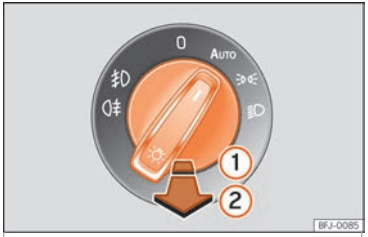

Fig. 93 Planche de bord : commande des feux.
- **Allumer les feux antibrouillard*** : tirez la commande des feux jusqu'au premier enclenchement ››› fig. 93 ① à partir de la position , ou **AUTO**.
- **Allumer le feu antibrouillard arrière** : tirez à fond sur la commande des feux jusqu'à l'enclenchement ② à partir de la position , ou **AUTO**.